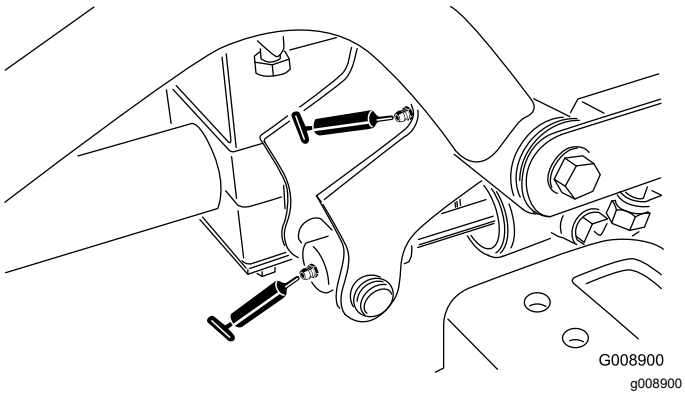

**Figur 62**
- Den främre högra lyftarmens svängpunkt och lyftcylinder (två nipplar – Figur 62)